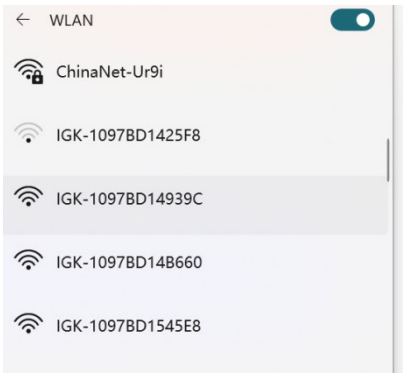

图 7-1 AGV 热点名称实例
- WIFI 通信：AGV 控制器默认地址 192.168.4.1,端口 502，热点名称以 IGK-[MAC]，如“图 7-1”;